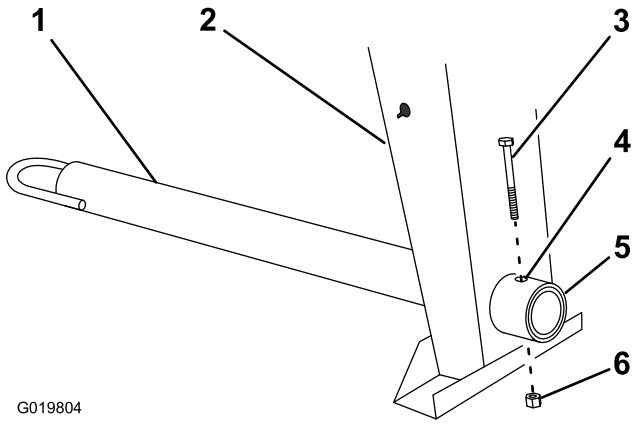

Figura 6
1. Retire el perno y la tuerca de la barra de tracción (Figura 6).
2. Deslice la barra de tracción hacia adelante y alinee el taladro de la barra con el taladro del acoplamiento del bastidor (Figura 6).
3. Introduzca el perno a través de los talsdros del acoplamiento y de la barra (Figura 6).
4. Enrosque la tuerca en el perno y apriételos hasta que queden apretados contra el acoplamiento del bastidor (Figura 6).